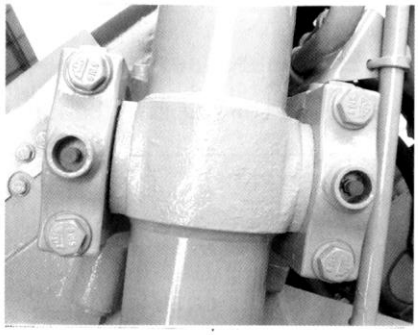

Рис. 4-3.
5) Опорная вилка цилиндра (Рис. 4-3).